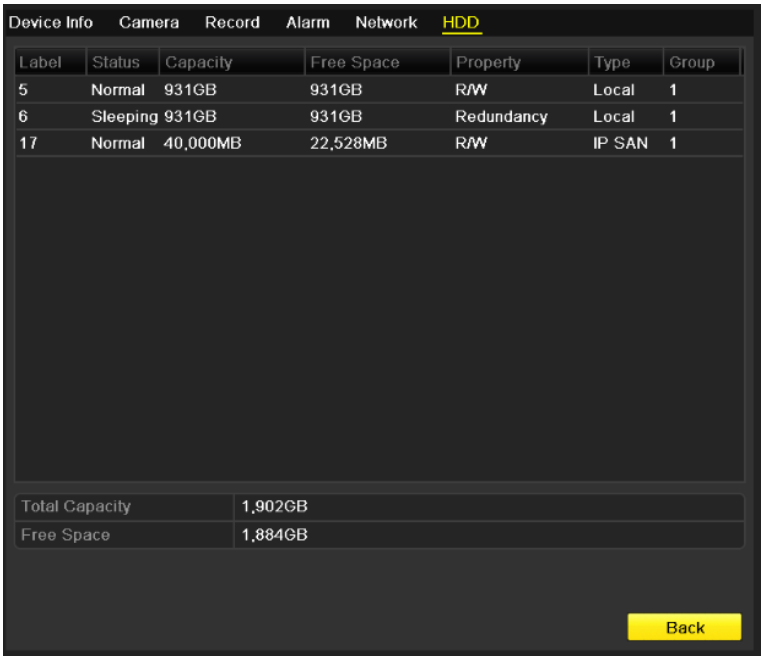

Figure 13. 23 View HDD Status (2)
2. Click the **HDD** tab to view the status of each HDD displayed on the list, as shown in Figure 13. 23.